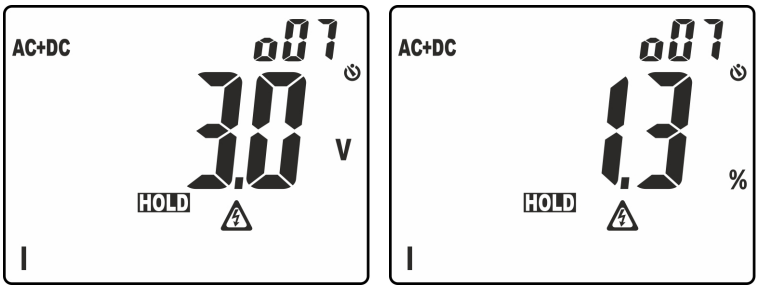

Fig. 4: Visualización ordenamiento amplitudes análisis armónico
- Pulsación prolongada de la tecla (al menos 2s) para activar la función **H_2O** (**H**igher **H**armonic **O**rdering) de ordenamiento de la amplitud de los armónicos. En tales condiciones, la función “HOLD” se activa automáticamente, el símbolo “o” aparece delante del orden del armónico visualizado indicando la habilitación de la función de Ordenamiento. La barra gráfica se deshabilita y el instrumento muestra el valor de las amplitudes de todos los armónicos comprendidos entre el valor CC y el 25° excluida la fundamental, en orden **decreciente** a partir del armónico de amplitud mayor como se muestra en la Fig. 4
En el ejemplo de Fig. 4 el armónico de amplitud mayor corresponde al orden 7. Pulse la tecla ▲ para observar las amplitudes de los armónicos restantes y pulse nuevamente la tecla **H/H%/H** para alternar entre la visualización en valores absolutos o porcentuales. Gire el selector para salir de la función